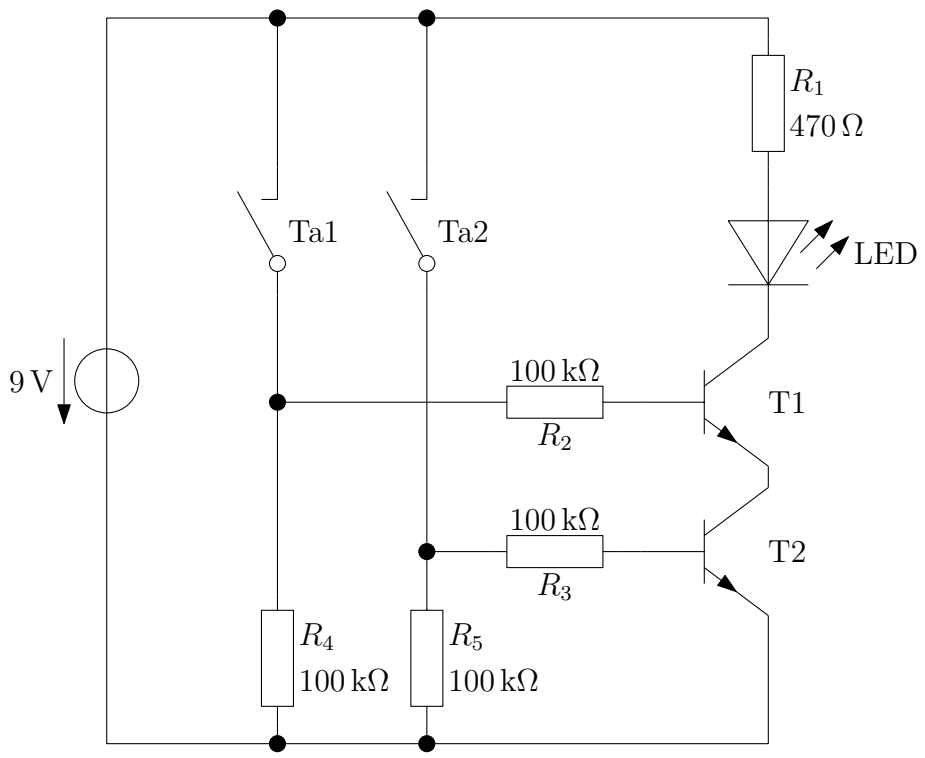

Abbildung 2.20: Experiment – Logikschaltung „AND“ (und)
**Versuchsaufbau und -durchführung** Bauen Sie die Schaltung nach Abb. 2.20 auf. Beobachten Sie die LED und gehen Sie mit Ta1 und Ta2 alle Schaltzustände gemäß Tabelle 2.1 durch.